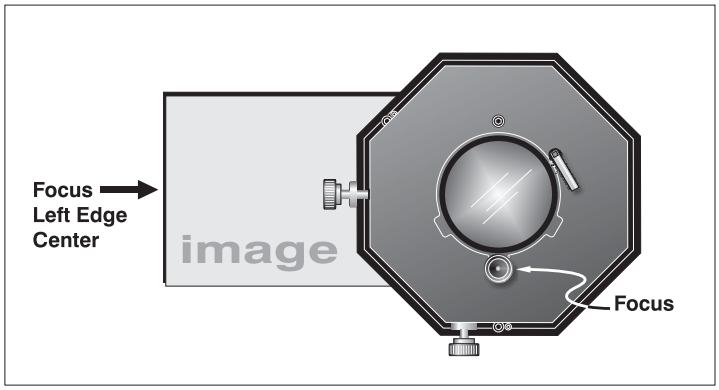

Figure 2.45. Adjust Focus at Left Edge
1. Adjust focus at the far left center edge of the image (Figure 2.45). If possible, reduce image size for easier image analysis.